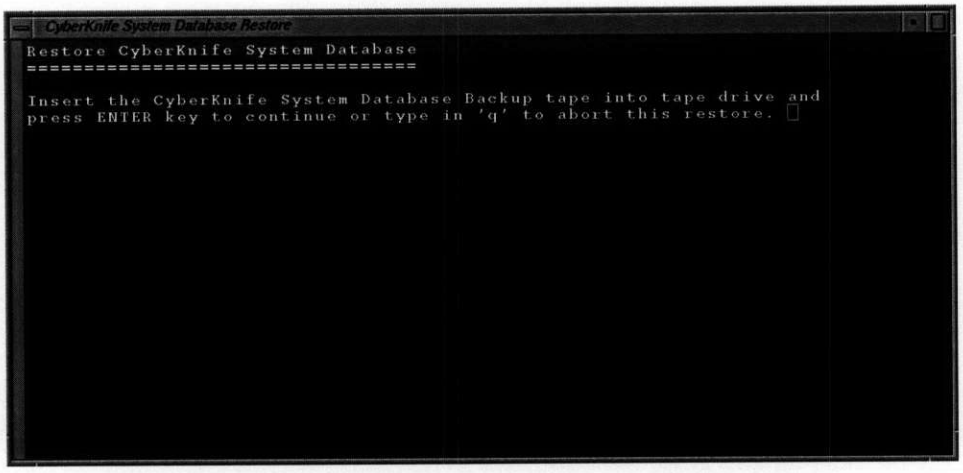

**Figure 11 CyberKnife Restore System Database Screen**
**Step 3.** Click **RESTORE DB**. The CyberKnife System Database Restore window (*Figure 11 CyberKnife Restore System Database Screen, page 13*) appears.